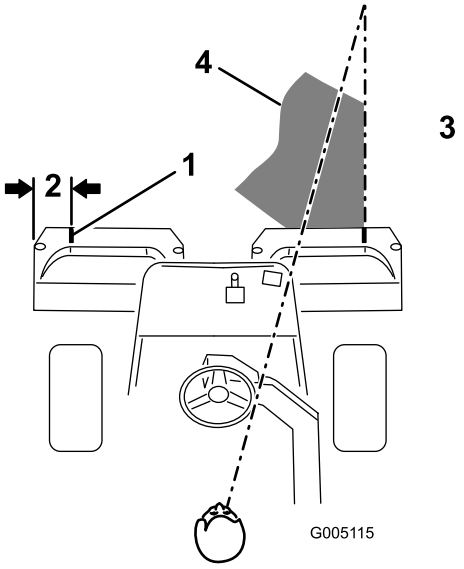
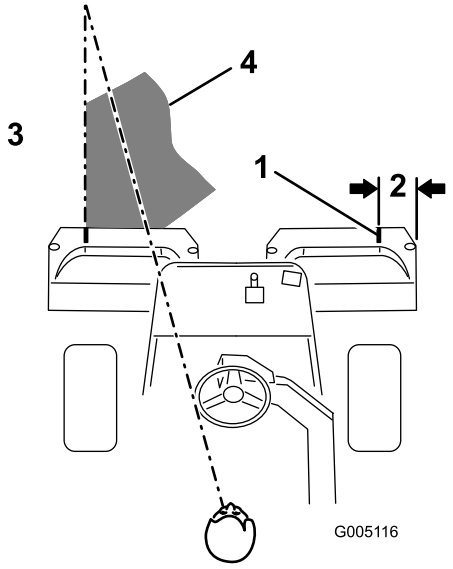

Figuur 40
Figuur 41
2. Bevestig een strook witte tape of zet een streep op elke mand, die evenwijdig loopt aan de buitenrand van elke mand Figuur 40)
3. Zorg ervoor dat een nieuwe maaibaan de vorige maaibaan zo weinig mogelijk overlapt. Om ervoor te zorgen dat het u gazon in een rechte lijn maait en de machine op een gelijke afstand van de rand van de vorige maaibaan blijft, moet u uitgaan van een denkbeeldige zichtlijn, ongeveer 1,8 tot 3 m vóór machine tot de rand van het ongemaaide deel van de green Figuur 40 en Figuur 41). Sommige bestuurders vinden het handig de buitenrand van het stuurwiel deel te laten uitmaken van de zichtlijn; d.w.z. de rand van het stuurwiel in een rechte lijn te houden ten opzichte van een punt dat altijd op dezelfde afstand van de voorkant van de machine blijft (Figuur 40 en Figuur 41).